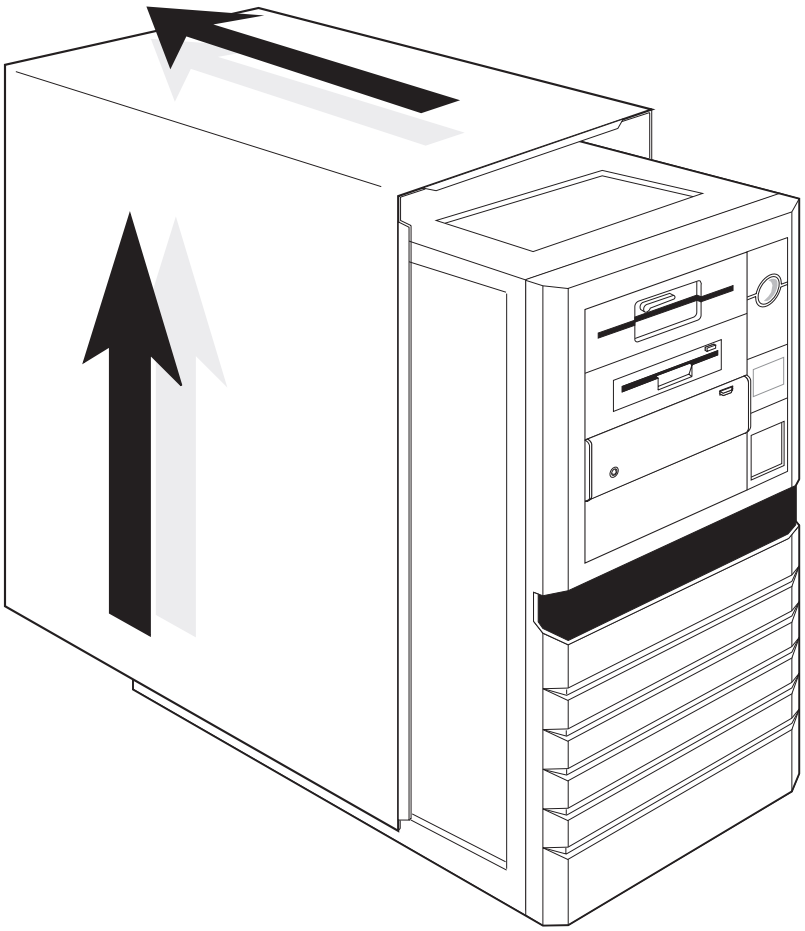

*Figure F-1: Deskside Chassis Cover Removal*
4. Slide the top cover back and lift rear edge up (as indicated by the arrows on Figure F-1). Remove the cover and place it out of the way.